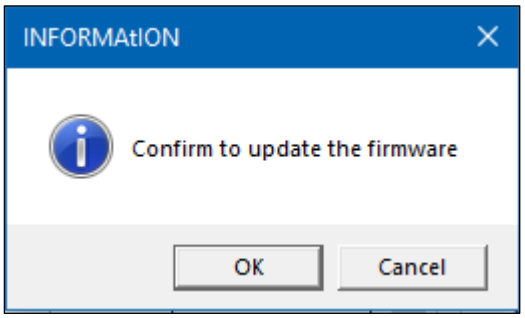

Figure 16. Confirm to Update Firmware Pop-Up
2. When the following confirmation message pops up as shown in Figure 16 below, click **OK** to start the firmware update process.